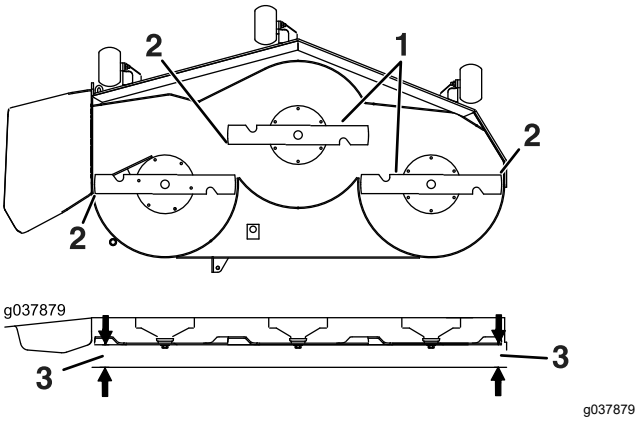

Figuur 81
6. Meet de afstand tussen de mespunt en het vlakke oppervlak (Figuur 81). Als de afstanden meer dan 5 mm verschillen, stel dan de schuinstand af; ga door met deze procedure.
14. Draai het maaimes voorzichtig in dwarsrichting horizontaal (Figuur 81).